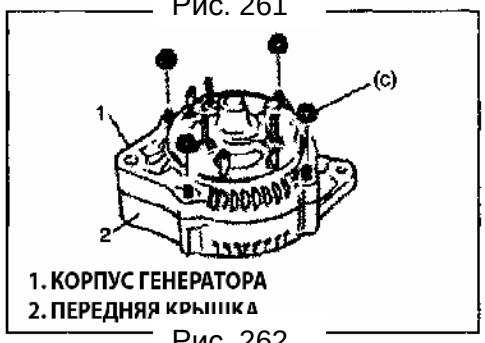

Рис. 262
7) Установите заднюю крышку (Рис. 262).
8) Затяните болты необходимым моментом (Рис. 262).